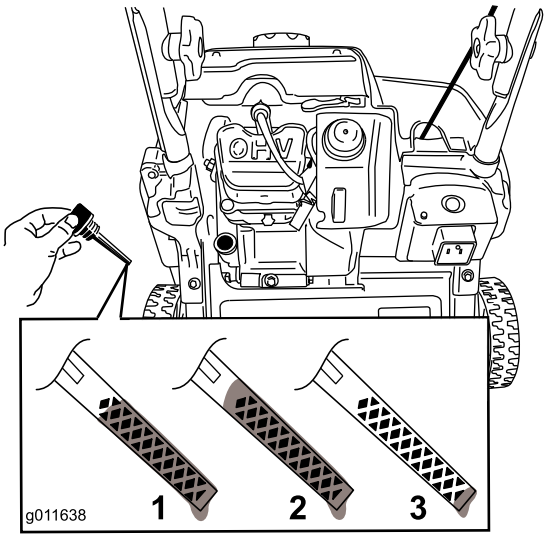

Figur 13
3. Rengjør rundt oljelokket (Figur 13).
8. For å avgjøre riktig oljenivå på peilestaven, se Figur 13.